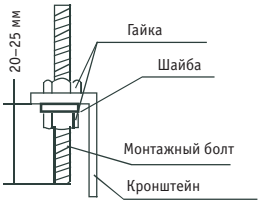

Рис. 11
- Установите кронштейн для навешивания на болт для подвески (см. рис. 11).